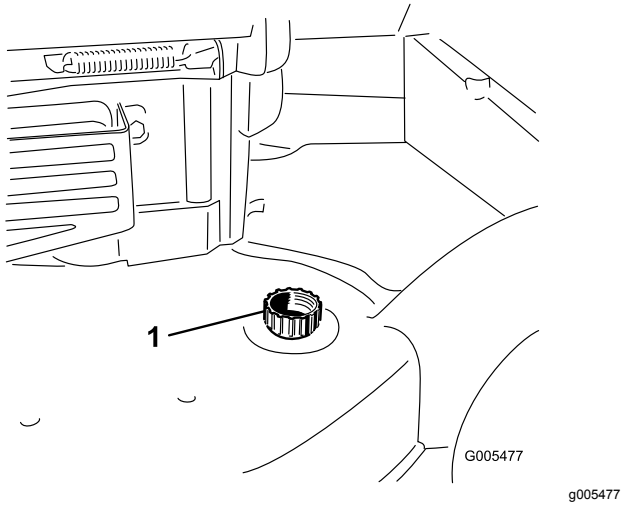

Figur 28
4. Fastgør en haveslange, der er sluttet til vandforsyningen, til gevindport (Figur 28).